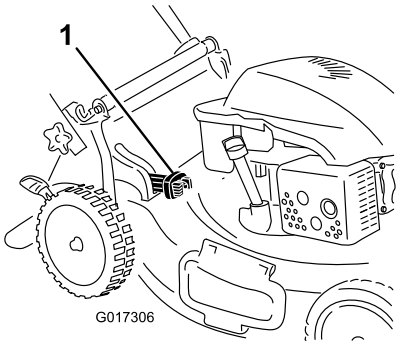

Figure 20
- Pour ramasser les déchets d'herbe et de feuilles, appuyez sur le bouton du levier de ramassage sur demande et déplacez le levier complètement en avant jusqu'à ce que le bouton ressorte (Figure 20).